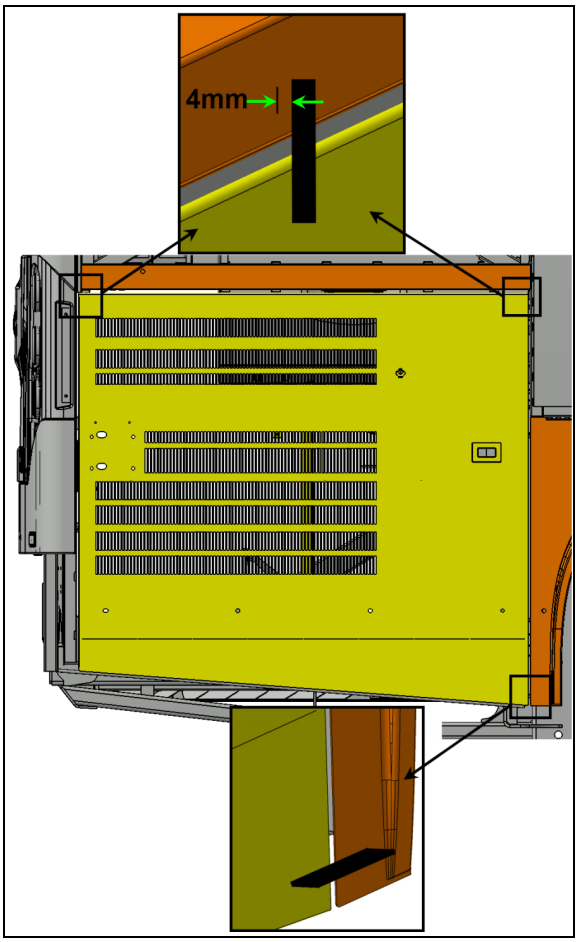

FIGURE 139
6. Loosen the bolts, (details “A” & “C”, Figure 139) holding the hinge to the vehicle structure to shift the door "LEFT or RIGHT".
7. Loosening the bolts (details “B” and “D”, Figure 139) allows the door to be shifted "UP or DOWN".